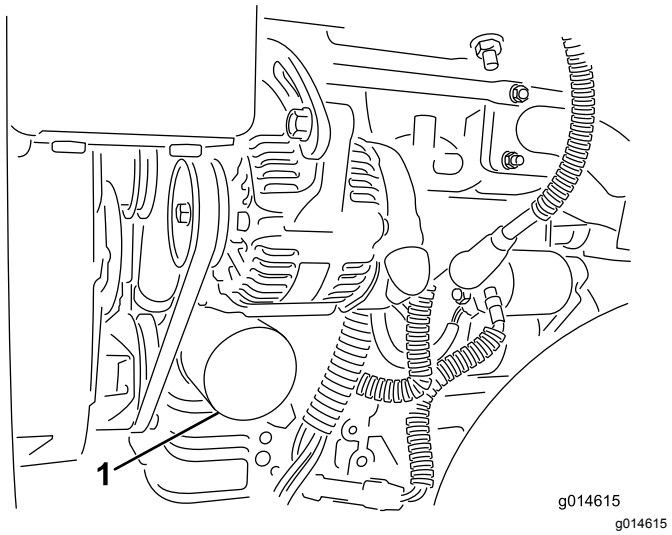

Figur 30
2. Ta av oljefilteret (Figur 30). Stryk et tynt lag med ren olje på den nye filterpakningen.